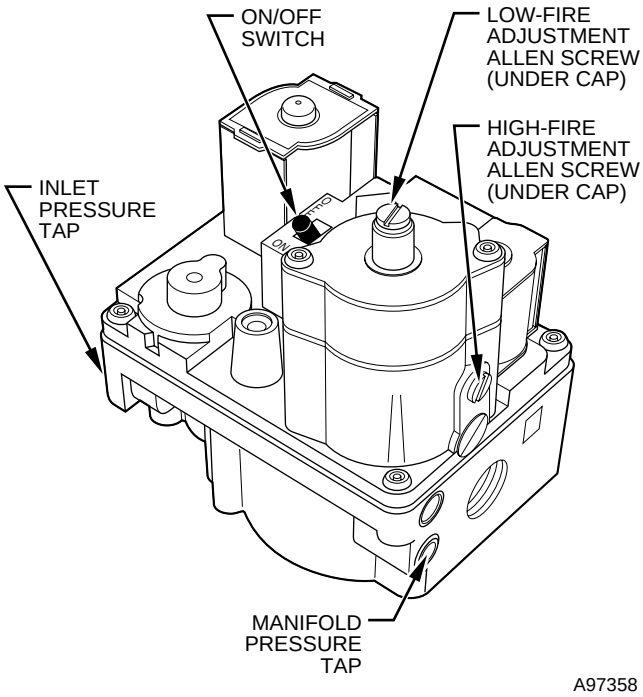

Fig. 53—Redundant Automatic Gas Control Valve
b. Remove regulator seal caps that conceal adjustment screws for low-and high-heat gas valve pressure regulators. (See Fig. 53.)